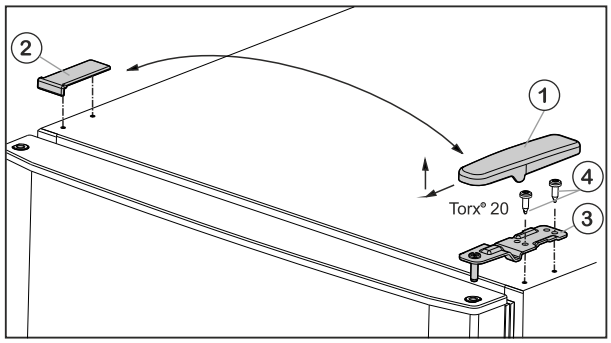

Fig. 6
▶ Trageți capacul *Fig. 6 (1)* în față și în sus.
▶ Ridicați capacul *Fig. 6 (2)*.
▶ Deșurubați suportul de lagăr superior *Fig. 6 (3)* (2 șuruburi Torx® 20) *Fig. 6 (4)* și trageți-l în sus.
▶ Introduceți în ușă suportul de lagăr superior *Fig. 6 (3)*, pe noua latură a balamalei.
▶ Înșurubați **ferm (cu 4 Nm)** suportul superior al lagărului (2 x Torx® 20) *Fig. 6 (4)*. Eventual folosiți o mașină de înșurubat cu acumulatori.
▶ Aplicați din exterior și cuplați capacul *Fig. 6 (1)* pe partea opusă.
▶ Aplicați de sus și cuplați capacul *Fig. 6 (2)* de fiecare dată pe partea opusă.